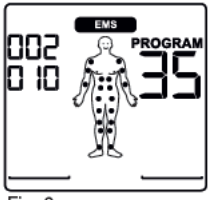

Fig. 2
- Select the desired pause time using the **UP/DOWN** buttons and press the **ENTER** button to confirm (Fig. 2, example shows a pause time of 10 seconds).